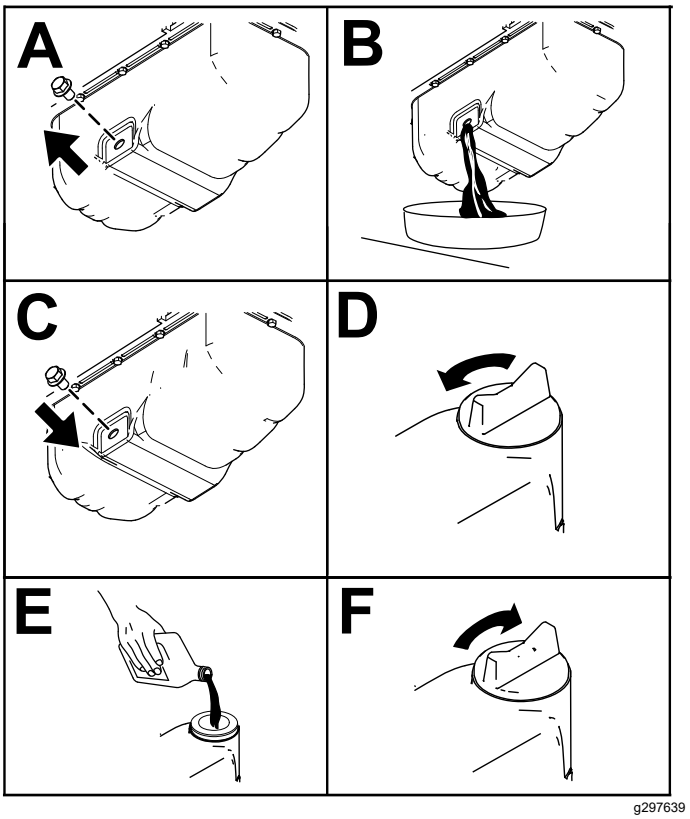

Figur 50
3. Byt motoroljan på det sätt som visas i Figur 50.